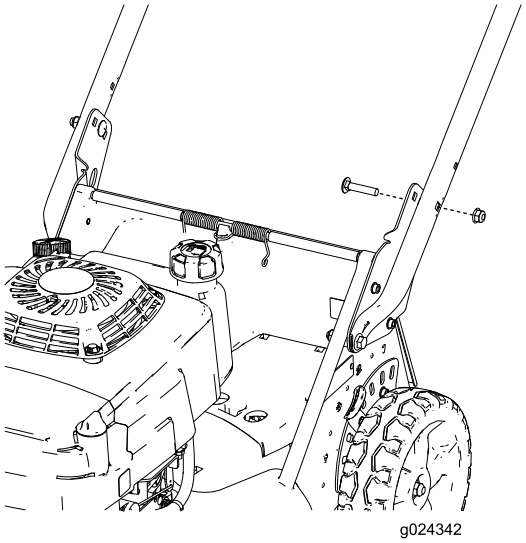

Figur 5
5. Använd två vagnskruvar (5/16 x 1–1/2 tum) och två flänsmuttrar (5/16 tum) för att fästa handtaget på handtagsfästena i önskad höjd enligt Figur 5.